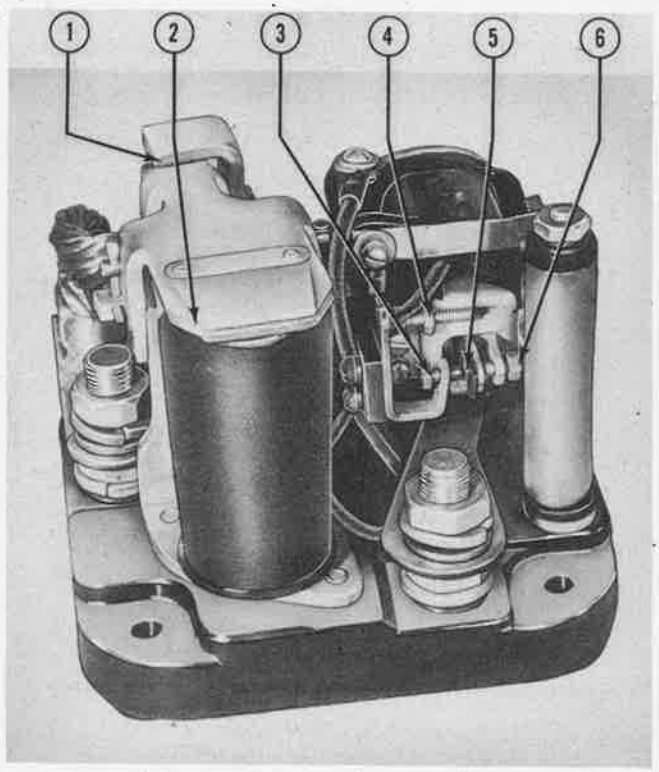

Figure 465—Westinghouse Reverse-Current Relay
c. Read the voltage at which the main contactor (1, figure 465) closes. This voltage is ideally 26.5 volts, but may be permitted to vary between 26 and 26.5 volts.
(3) WESTINGHOUSE RELAY, PART NO. 1240224A.—Adjustment of the closing voltage is made by turning a small screw to adjust the position of the armature inside the small coil. Turning the screw in lowers the closing voltage and turning it out raises the closing voltage (figure 465).